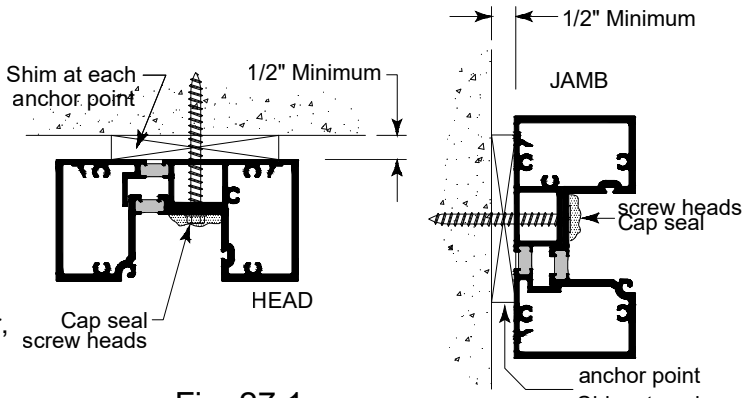

Fig. 27.1
G. Shim head and jamb at anchor points and attach to structure with flat head fasteners. SEE Fig. 27.1